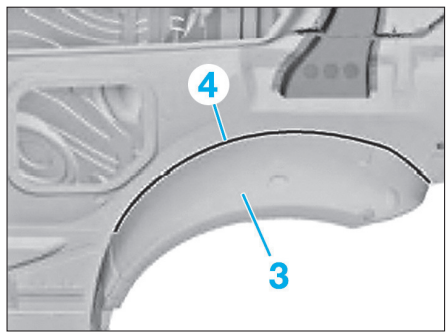

FIG. 34
• Découper la partie externe de passage de roue (3) le long de la ligne (4) **(Fig.34)**.